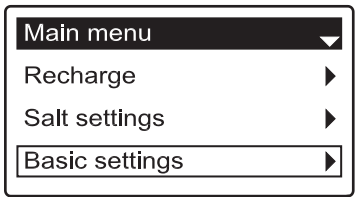

FIG. 25
2. Press the DOWN (▼) button to scroll through the menu options until **Basic settings** is highlighted (See Figure 25).